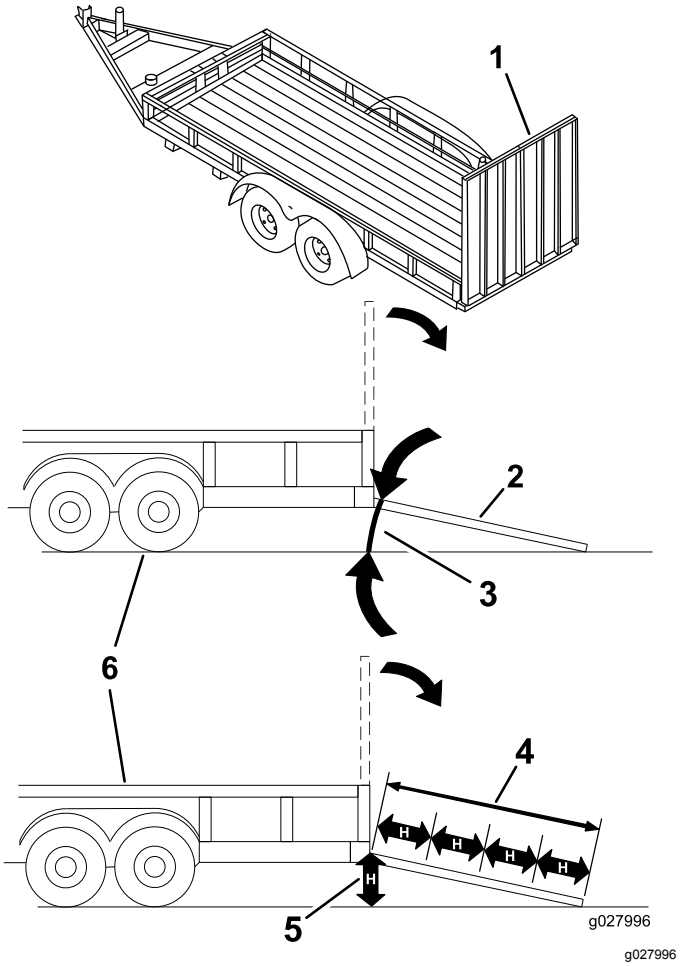

Figure 34
Le chargement de la machine sur une remorque ou un camion augmente le risque de basculement et donc de blessures graves ou mortelles (Figure 34).
3. Abaissez la rampe pour que l'angle avec le sol ne dépasse pas 15 degrés (Figure 34).
1. Abaissez la rampe pour que l'angle avec le sol ne dépasse pas 15 degrés (Figure 34).